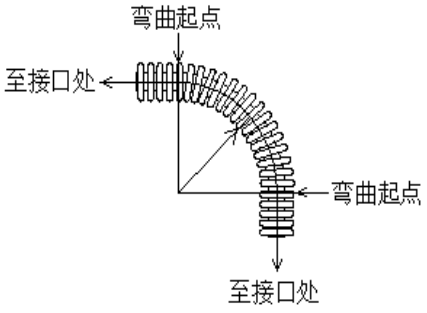

图 1　不锈钢软管弯曲半径
4.3.1.9　当采用不锈钢软管连接燃气计量表时，不锈钢软管应弯曲成圆弧状，不得形成直角。可参照图 1。
4.3.1.16　不锈钢软管弯曲时起点到接口处应保证≥50mm直管段，弯曲半径R不小于不锈钢软管外径2倍（参见图1）。